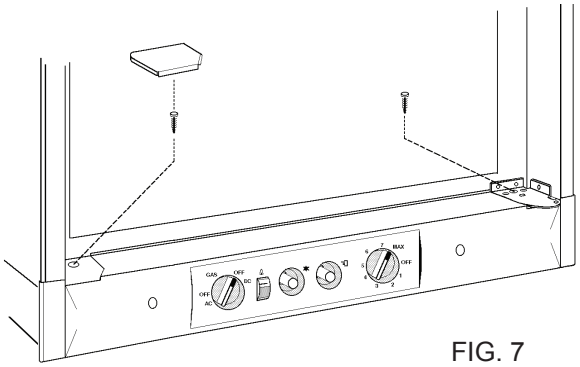

FIG. 7
a) Secure the refrigerator to the floor with two screws: One screw through the hinge and into the floor, and on the opposite side one screw through the front base, see fig. 7.